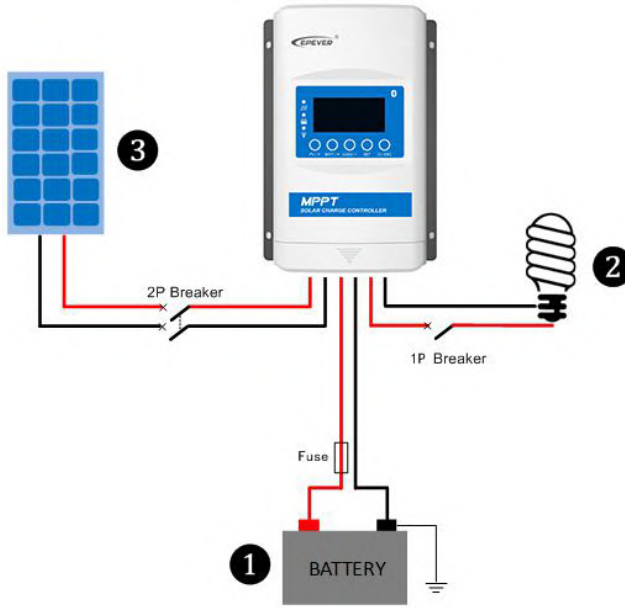

Figure 2-2 Schematic of wiring diagram
Step 2：Connect the system in the order of ❶battery ➔ ❷load ➔ ❸PV array by Figure 2-2," Schematic Wiring Diagram" and disconnect the system in the reverse order❸❷❶.